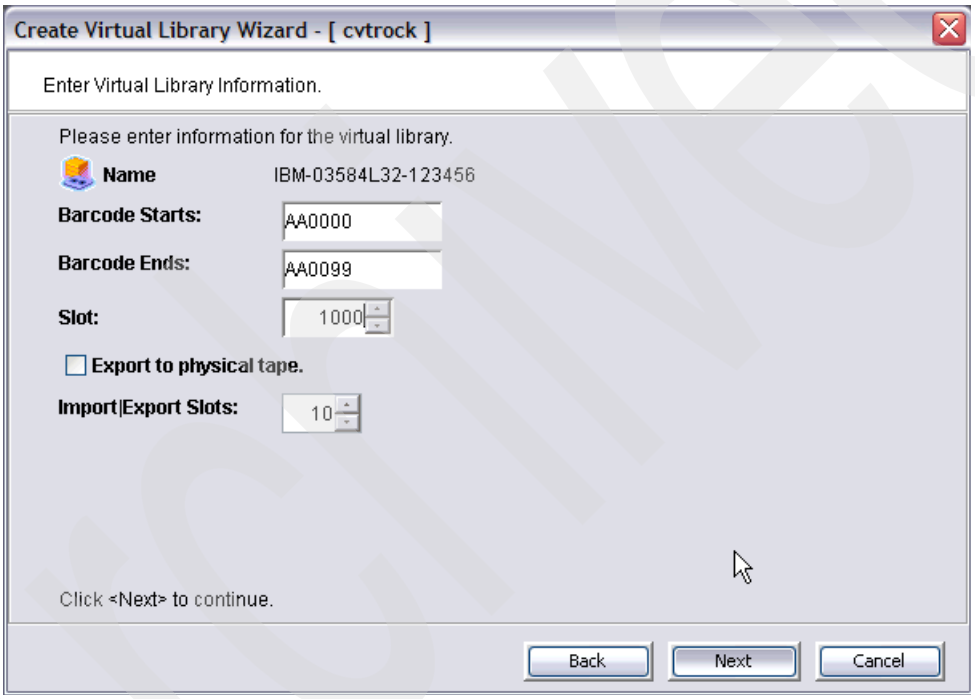

Figure 4-27 Virtual volume barcode range
5. In the next panel (Figure 4-27), you specify a volume range. This defines only the barcode range for the virtual volumes, but does not create the virtual volumes.
If you want to export tapes from the TS7510 to real tape, keep in mind that export works only if the barcode labels of the virtual and physical volumes match. If you want all virtual volumes to have the capability to be exported, you must select the *same* volume range as you have for your physical tape cartridges. In our example, we select a different barcode range than our physical tape library has in use. As you can see in Figure 4-27, we choose the volume range AA0000 to AA0099.